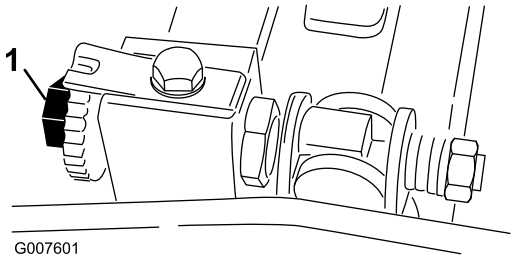
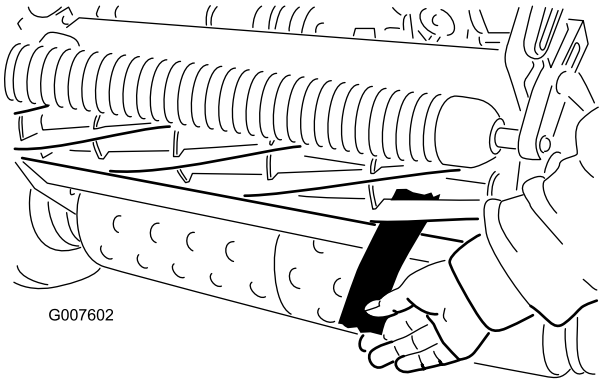

Figur 39
Figur 40
2. Se till att det inte finns någon kontakt med cylindern genom att vrida underknivsstångens justeringsskruvar motsols (Figur 39).
4. Sätt in en lång remsa tidningspapper i cylinderns ena ände på den framåtriktade sidan, mellan cylindern och underkniven (Figur 40). Vrid cylindern långsamt framåt samtidigt som du vrider underknivsstångens justeringsskruv medsols (ett klick i taget tills det nyper åt lätt om papperet i cylinderns ena ände – det ska alltså ta emot något när man drar i papperet). (Figur 39).
6. När inställningen är klar ska du kontrollera om cylindern kan nypa om ett papper när du sticker in papperet framifrån och klippa papper när papperet sticks in i rät vinkel mot underkniven (Figur 40). Det ska gå att klippa av papperet med minimal kontakt mellan underkniven och cylinderbladen. Om det tar emot för mycket (mer än 0,79 Nm) kan du antingen slipa eller fräsa klippenheten för att få så vassa eggar som krävs för finklippning; se Toros manual för cylinderslipning.